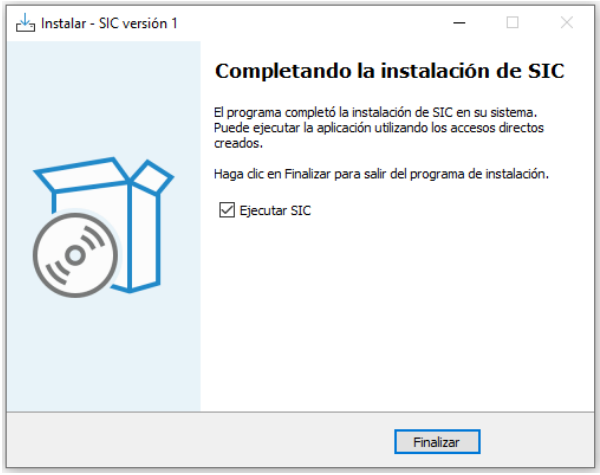

Figura 6. Instalación de SIC completada
5. Por último, después de finalizar la instalación, aparecerá la ventana mostrada en la Figura 6. Aquí el usuario puede marcar la casilla de verificación si desea ejecutar SIC, de lo contrario, la casilla de verificación debe estar desmarcada. Una vez tomada la decisión, se debe hacer clic en el botón de "Finalizar".